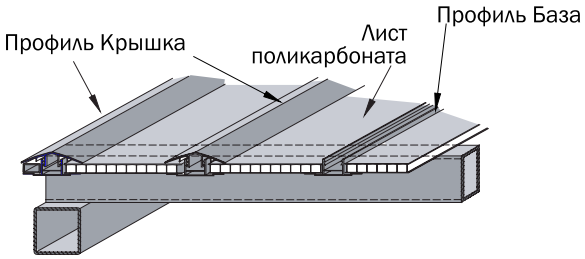

Рис.10
10. Продолжайте монтаж в соответствии с вышеописанными действиями, поочередно - установка плиты, профиля Базы, защелкивание Крышки и так далее до конца монтируемой поверхности. *Рис.10*